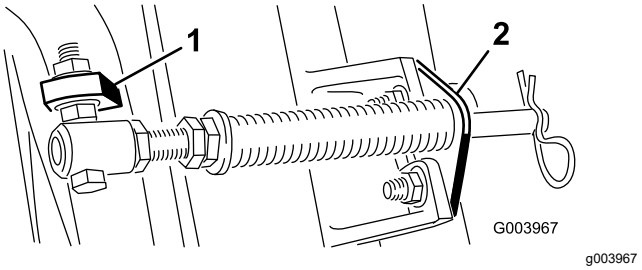
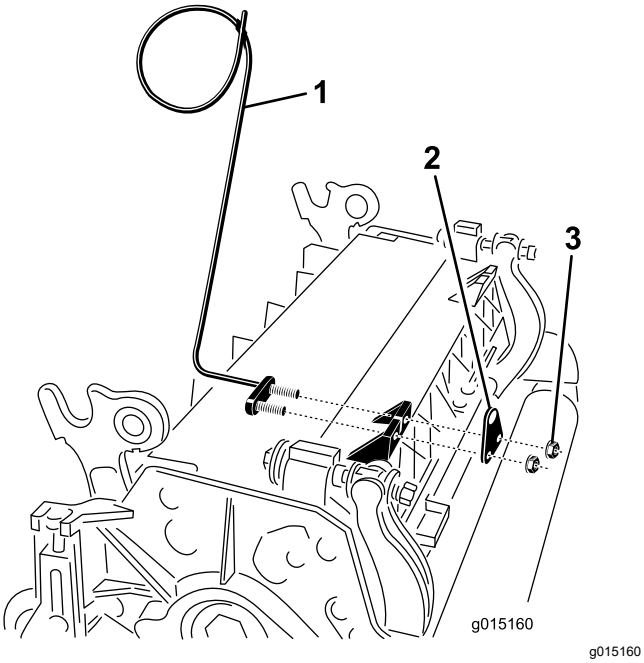

Figur 11
Figur 13
Merk: Still skruehodet på utsiden av tappen, som vist i Figur 11.
E. Monter stangbraketten til klippeenhetstappene med låseskruene og mutterne (Figur 11). På klippeenheten monterer du venstre slangefører på fremsiden av klippeenhetstappene når du monterer stangbraketten igjen (Figur 13).